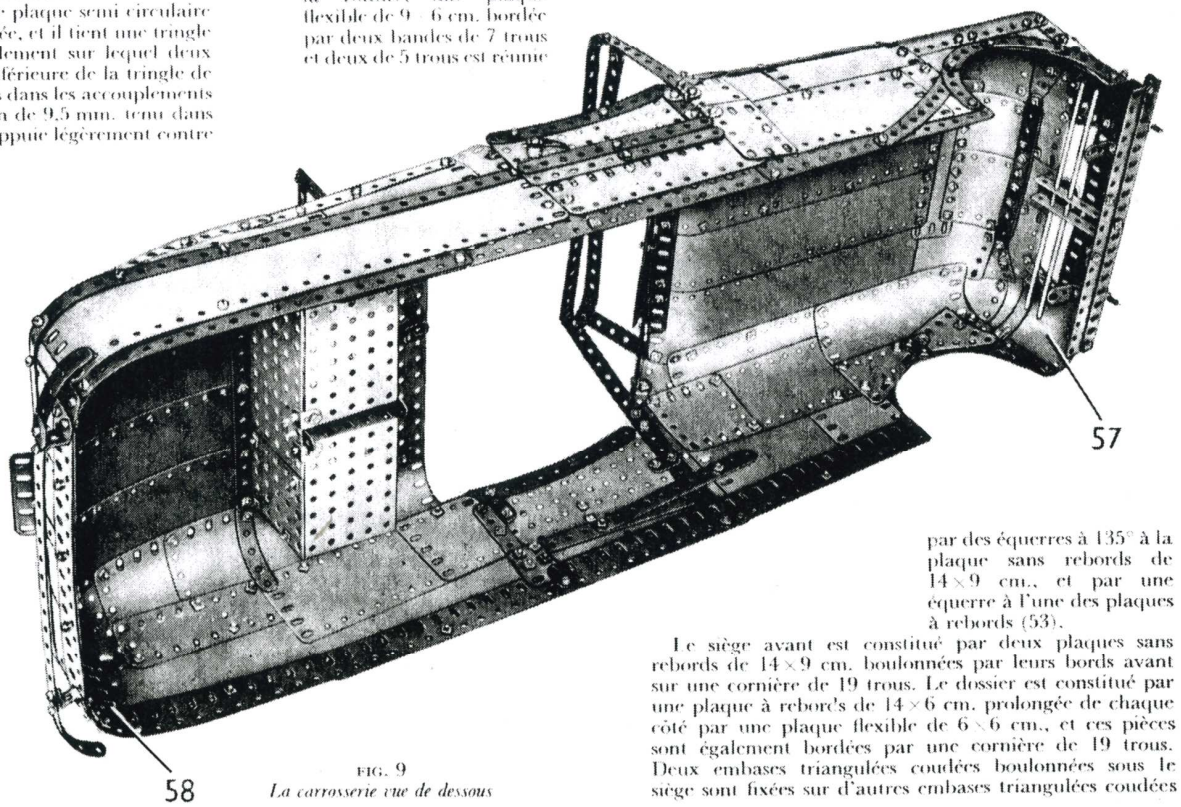

FIG. 9
La disposition générale des plaques qui forment les côtés et le dessus de la carrosserie apparaît clairement sur les figures 1, 9 et 10. L'avant est formé par une plaque flexible de 9 × 6 cm. (57) de chaque côté, et les angles inférieurs de ces plaques sont réunis par une poutrelle plate de 15 trous. Une poutrelle plate de 19 trous est fixée sur le devant par des équerres, et elle soutient une cornière de 19 trous qui forme le pare chocs avant. Des plaques (57) sont prolongées vers le haut par des plaques flexibles de 14 × 4 cm. qui sont réunies à leurs extrémités inférieures à une plaque flexible de 6 × 4 cm. Les bords intérieurs des plaques (57) et les plaques flexibles de 14 × 4 cm. sont renforcées par deux bandes incurvées de 6 cm. et par une bande incurvée de 14 cm. Deux tringles de 20 cm. sont tenues par des clavettes dans les cornières de 5 trous boulonnées verticalement sur le devant (voir figure 9).